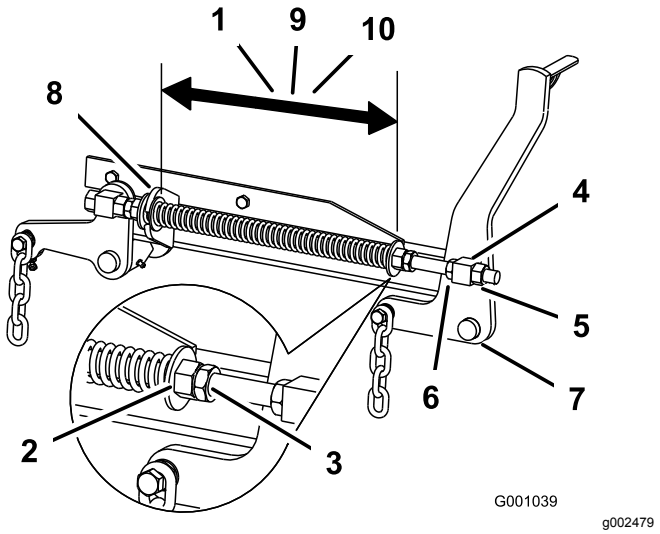

Figur 107
2. Kontrollera avståndet mellan de två stora brickorna. Det ska vara 28,2 cm för klippdäck på 132 cm, 26,7 cm för klippdäck på 152 cm och 29,2 cm för klippdäck på 183 cm (Figur 107).
3. Justera det här avståndet genom att lossa fjäderkontramuttern och vrida muttern framför respektive fjäder (Figur 107).
4. Lås muttern på plats genom att dra åt fjäderkontramuttern (Figur 107).